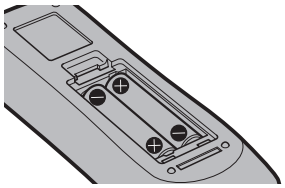

Figura 2
2) Introduzca las pilas y cierre la tapa (introduzca primero el lado ⊖). (Figura 2)